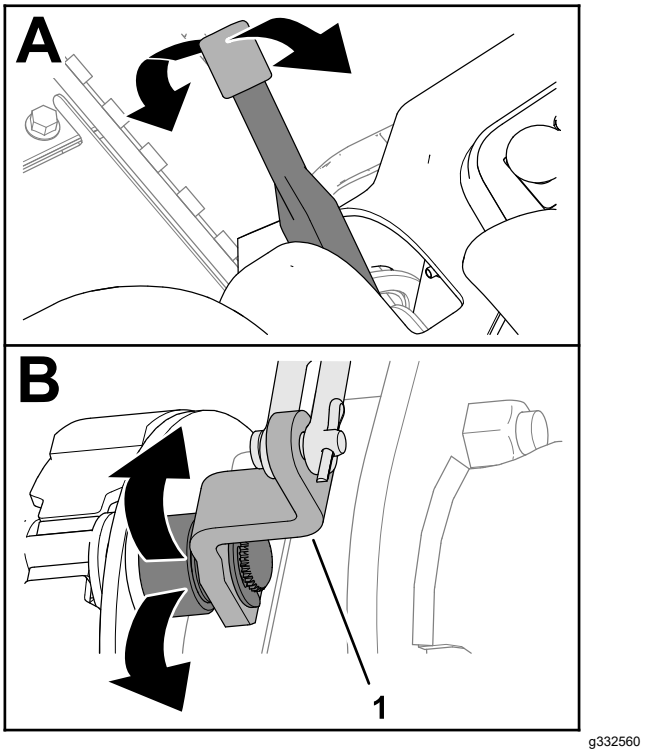

Figuur 81
2. Beweeg de parkeerremhendel naar boven en naar beneden om te controleren of de hendel voor de remnokhendel vrij beweegt (Figuur 81).